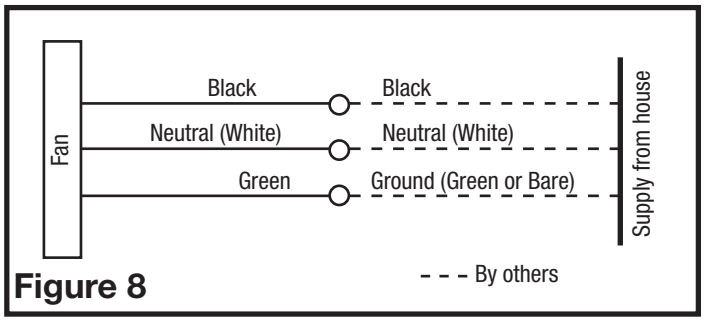

Figure 8
3. From where you have chosen to access the fan's junction box, connect the white wire from the house to the white wire from the fan's receptacle. Connect the black wire from the wall switch to the black wire from the fan's receptacle. Connect the ground wire from the house to the green wire from the fan housing **(Figure 8).** Use approved methods for all connections.